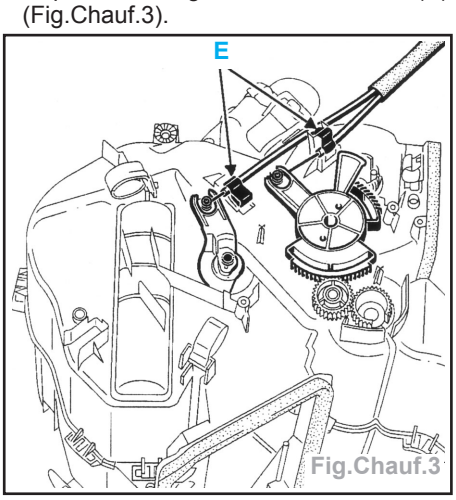

Fig.Chauf.3
- Déposer les agrafes de maintien (E) (Fig.Chauf.3).